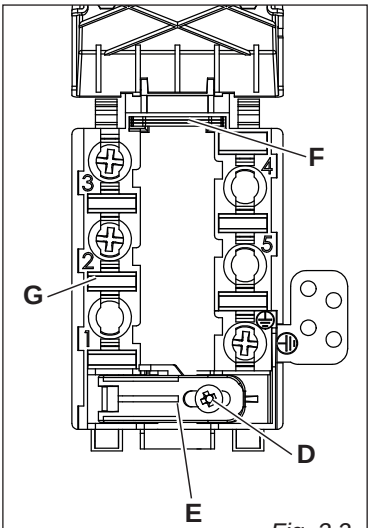

*Fig. 3.2*
- Connect the wires to the terminal block "**B**" according to the diagram in figure 3.2.